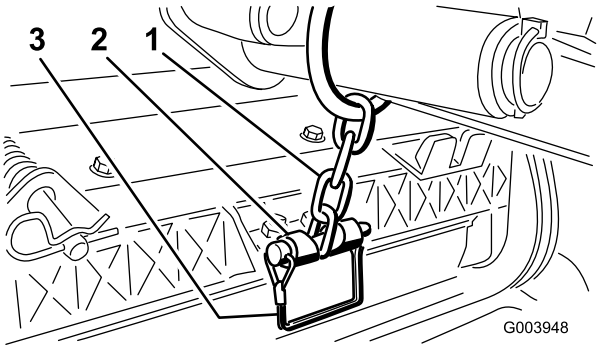

Figur 10
11. Fastgør løftearmskæden til kædebeslaget med låsestiften (Figur 10). Brug det antal kædeled, der er anført i *betjeningsvejledningen til klippeenheden*.